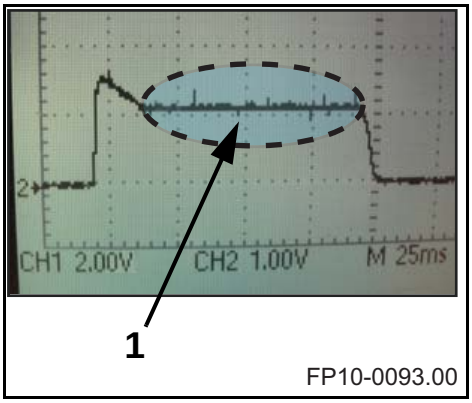

Figure 5-6. Snapshot of oscilloscope screen. Marked section indicates the stable mA obtained.
2. Adjust the mA DAC, using the rotational knob, to match the stable mA obtained from the oscilloscope (1 in Figure 5-6) with mA selected (100mA for Step 1) to within 3%.